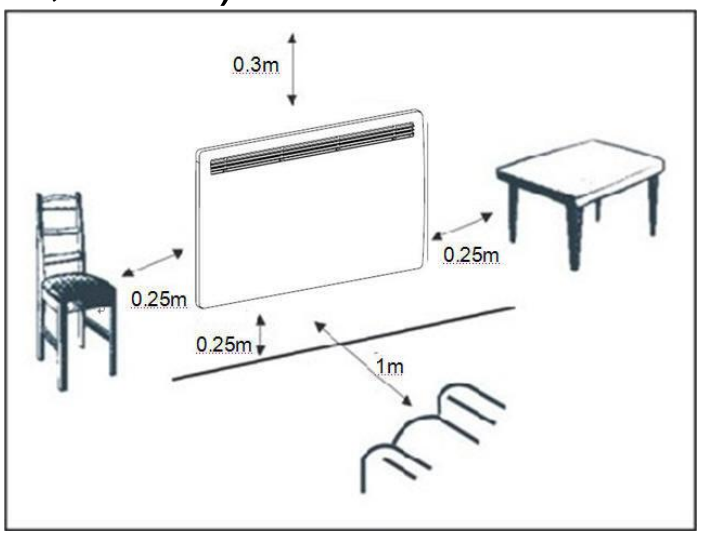

Fig. 1
- Respectez les distances minimum de dégagement comme indiqué dans la Fig. 1 (ces distances minimum incluent les murs, les sols, les meubles, etc…).
1. Choisissez un emplacement adéquat pour le chauffage. (Figure 1)